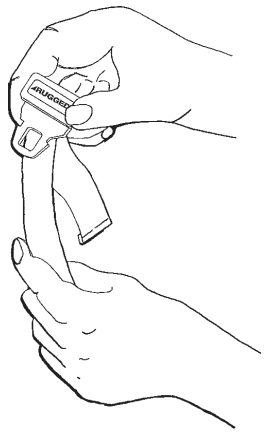

Figura 47
- **Para fechar as correias de contenção**, empurrar a placa de fecho para o interior do receptor até se ouvir um clique. Ao apertar a correia de contenção do peito garantir que a placa de fecho passa por ambas as ligações (C) na tira do ombro (Figura 47).